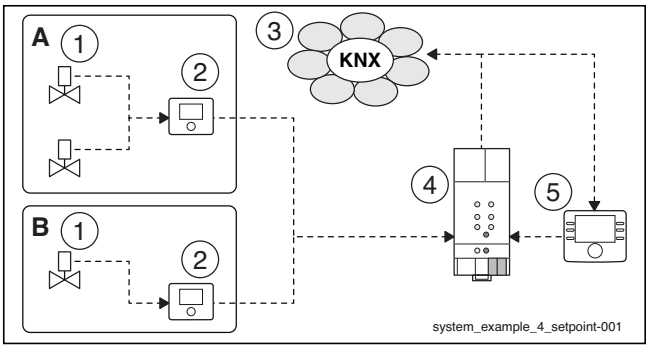

Bild 100 Prinzip der Sollwertberechnung
- Anzahl Stellventile [2]: Anzahl der zugeordneten Stellventile; dementsprechend wird die Anzahl an Kommunikationsobjekte für den Raumsollwert erzeugt, die den KNX-Raumthermostaten zugeordnet werden müssen (→ Bild 100). Es können maximal 10 Stellventile je Heizkreis berücksichtigt werden. Es können maximal 10 Stellventile je Heizkreis berücksichtigt werden. Die höchste aktuell eingestellte Temperatur an den Stellventilen wird als Ergebnis für den maximalen Raumsollwert genutzt.
In einer Anlage gemäß Bild 100 sind folgende Werte gegeben: